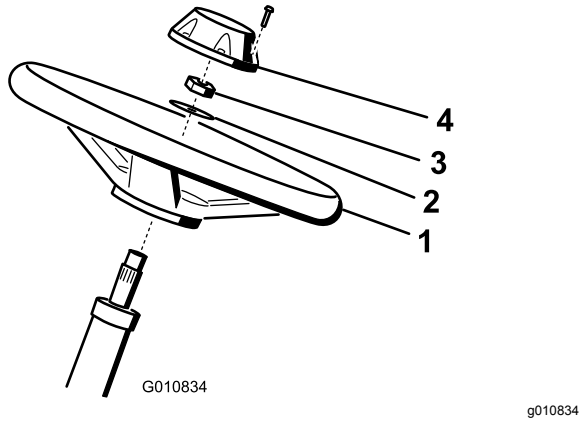

**Figuur 4**
1. Schuif het stuurwiel op de stuuras (Figuur 4).
2. Schuif de ring op de stuuras (Figuur 4).
3. Zet het stuur vast op de as met een borgmoer en trek die aan tot 27-35 N·m (Figuur 4).
4. Plaats de dop op het stuurwiel en bevestig deze met 6 bouten (Figuur 4).